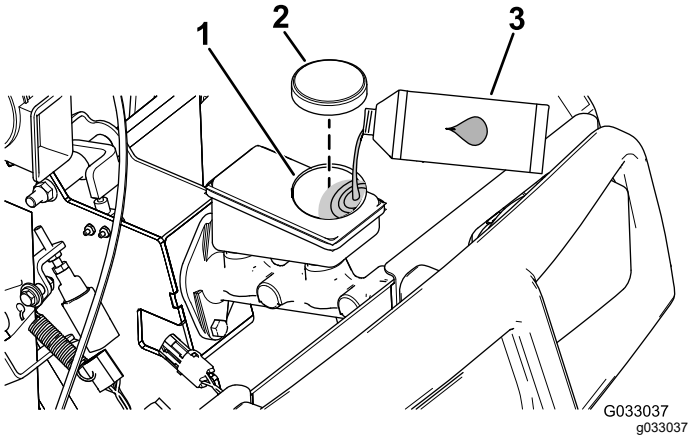

Figure 48
1. Raise the hood to access to the master brake cylinder and reservoir (Figure 48).
A. Clean the area around the reservoir cap and remove the cap (Figure 48).
C. Install the reservoir cap (Figure 48).